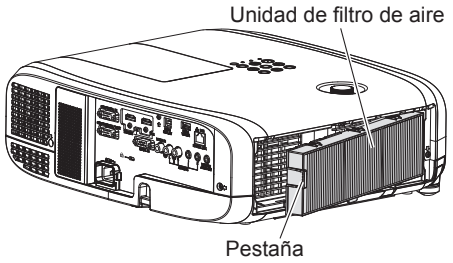

Fig. 1
1) Acople la unidad de filtro de aire al proyector. (Fig. 1)